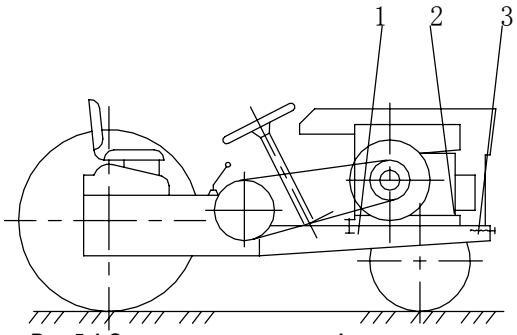

Рис.5-1 Схема регулировки муфты сцепления, ременного шкива двигателя
Регулировка натянутости ремня (Рис.5-1) осуществляется путем продольным перемещением двигателя вдоль рамы: ① вывинтить 4 соединительных болта, соединяющих поддерживающих стержней двигателя с рамой; ② вдоль рамы передвигать двигатель вперед или назад; ③ пробно нажать пальцами ремень на середину (давлением около 4,9 Н), когда прогиб ремня составляет около 5мм, считается умеренным; ④ закрепить 4 анкерных болта двигателя.